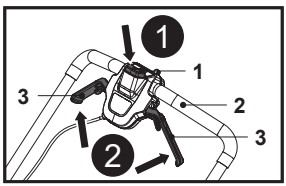

Fig. 16
2. Prima sem soltar o botão do interruptor de segurança (1) (Fig. 16, passo 1).
3. Puxe as alavancas de arranque (3) na direção da pega (2) e mantenha-as na posição (Fig. 16, passo 2).
4. Liberte o botão do interruptor de segurança (1) assim que o motor começar a funcionar. O corta-relva continuará a funcionar até libertar as alavancas de arranque (3).
5. Liberte as alavancas de arranque (3) para parar o motor.